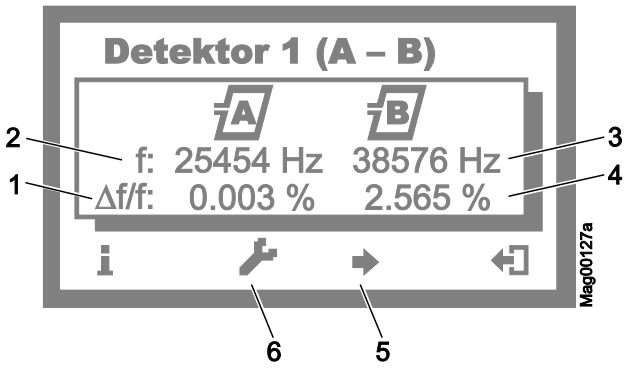

Abb. 22: Beispiel "Ansicht Menü Detektor 1 (A-B)"
3. Linke Bedientaste so oft drücken, bis das Menü "Detektor 1 (A-B)" angezeigt wird. → Siehe Seite 86, Abb. 22.